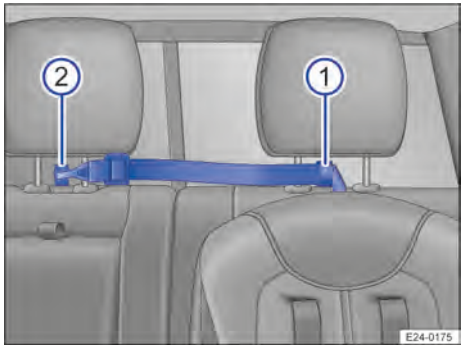

Fig. 49 Colocación del cinturón de fijación superior Top Tether (representación esquemática).
2. Guíe el cinturón de fijación superior a través del lazo Top Tether → Fig. 49 ① situado debajo del apoyacabezas.
4. Enganche el cinturón de fijación superior en el lazo Top Tether → Fig. 49 ② situado debajo del apoyacabezas central.